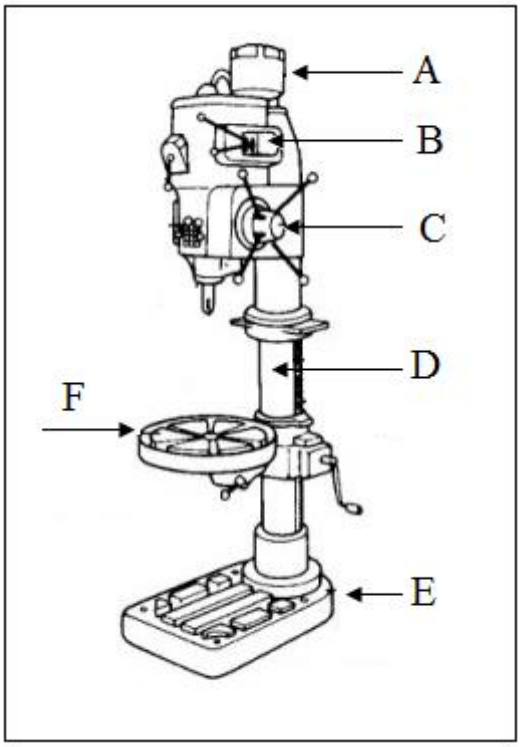

FIGURE 2 (6)
2.1 FIGURE 2 shows a pillar type drilling machine. Name the labelled parts by writing only the answer next to the letter (A–F) in the ANSWER BOOK.